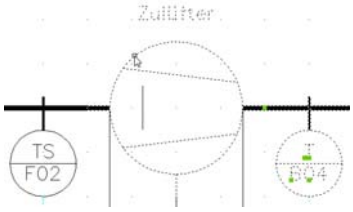

Bild 33.12 – *TRIC Schieben:* Bezugsblock wählen
- Klicken Sie auf den Zuluft-Ventilator. Achten Sie darauf, das Hauptgerät anzuklicken (Abb. 33.12).